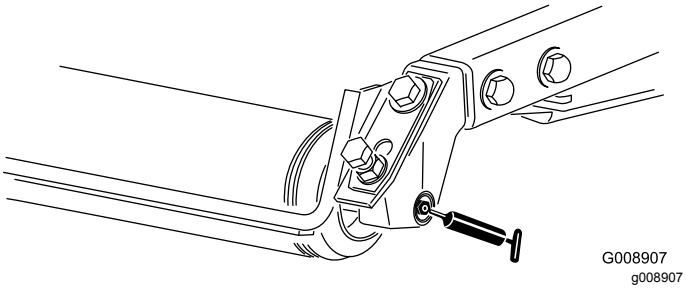

**Figur 52**
- Bagrullelejer (2 pr. klippeenhed) (Figur 52)